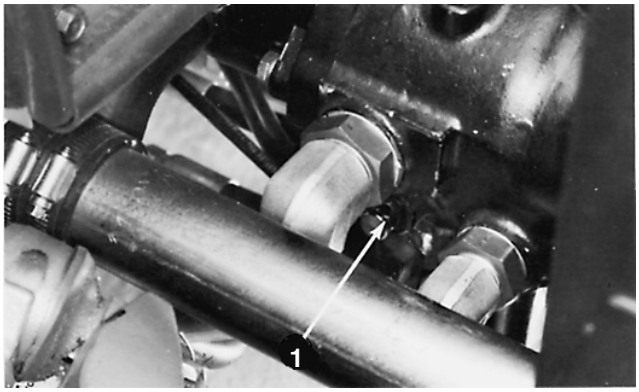

Figure 31
1. Bypass valve is located in left side of variable displacement pump (Fig. 31). Rotate the valve 1/2 to 1 turn counterclockwise to open and allow oil to by–pass internally. Because fluid is bypassed, the machine can be **slowly** moved without damaging the transmission.